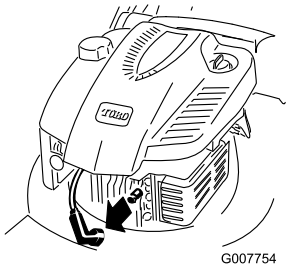

Figure 22
2. Débranchez la bougie (Figure 22) avant de procéder à un quelconque entretien.